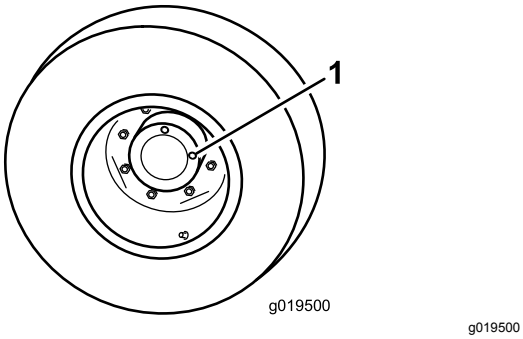

Figur 15
1. Med maskinen på en jevn flate, plasser hjulet slik at en kontroll-/påfyllingsplugg (Figur 15) er plassert i klokken tolv-stilling og den andre i klokken tre-stilling.
1. Kontroll-/tappeplugg (2)
2. Ta ut pluggen som er i klokken tre-stilling (Figur 15). Oljenivået bør være opptil bunnen av kontrollplugghullet.